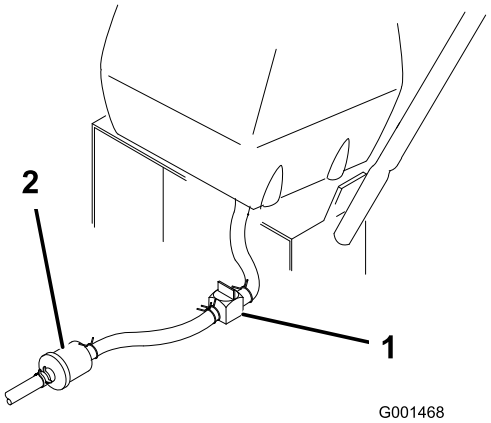

Figur 28
2. Luk brændstofafbryderventilen ved brændstoftanken (Figur 28).
3. Klem slangeklemmens ender sammen, og skyd den op ad brændstofrøret væk fra brændstoffilteret (Figur 28).
4. Træk brændstofrøret af brændstoffilteret (Figur 28). Åbn brændstofafbryderventilen, og lad benzinen løbe ud i en brændstofdunk eller dræningsbakke.
3. Luk brændstofafbryderventilen ved brændstoftanken (Figur 28).
7. Åbn brændstofafbryderventilen ved brændstoftanken (Figur 28).